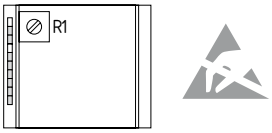

Fig. 5
- Raccordez un voltmètre à la sortie L84 et au 0 V et tournez le dispositif R1 (Fig. 5) jusqu'à ce que la condition du signal de la sortie L84 passe de 24 V à 0 V.